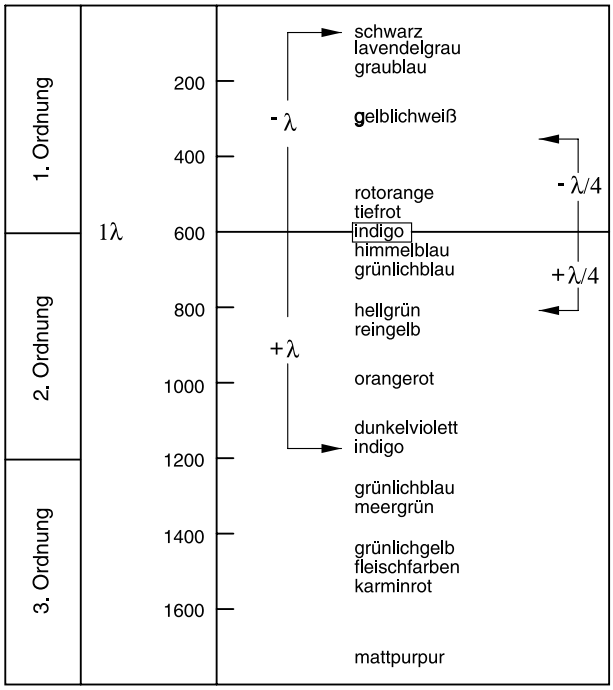

Bild 4-9 Schematische Darstellung der Farbtafeln nach Michel-Lévy
- Tisch nun um ca. 45° weiterdrehen, so dass die Faserlängsachse NO-SW orientiert ist (Bild 4-9). Das Präparat zeigt hier die größte Helligkeit (Diagonalstellung). In dieser Position kann das Präparat eine beliebige Farbe haben.
Die im obigen Beispiel zunächst in Hellstellung auftretende Farbe Grau-Weiß entspricht gemäß der Michel-Lévy-Farbtafel (Bild 4-9) einem Gangunterschied von 150 nm.